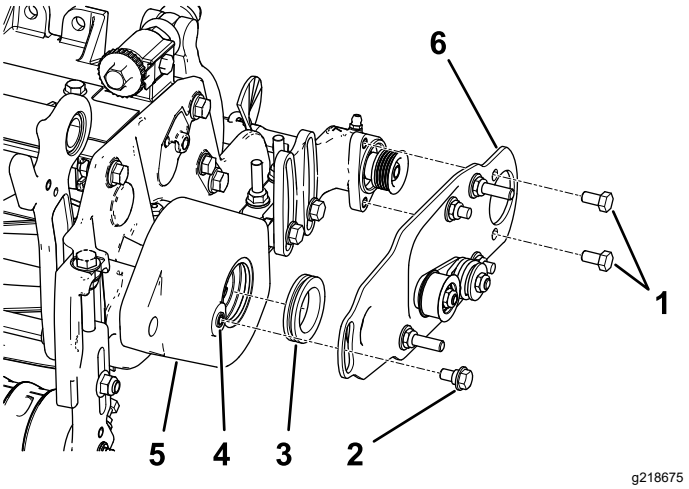

Figura 12
2. Applicate un velo di grasso sul diametro interno del gommino nell'alloggiamento della spazzola per rulli (Figura 12).
3. Montate la piastra orientabile della spazzola per rulli di sinistra o destra (Figura 12).
Nota: Verificate che il gruppo puleggia tendicinghia sia installato in basso come mostrato nella Figura 12.
4. Applicate il frenafiletti sui 2 bulloni (5/16" x ½") e utilizzateli per montare la piastra della spazzola sull'alloggiamento del cuscinetto della spazzola per rulli (Figura 12).
5. Usate una punta 5/16"–18 per rimuovere la vernice dalle filettature nell'alloggiamento della spazzola per rulli prima di avvitare il bullone di spallamento (Figura 12).
6. Applicate il frenafiletti sul bullone di spallamento (Figura 12).
7. Con il bullone di spallamento, fissate la piastra della spazzola sull'alloggiamento della spazzola per rullo (Figura 12).